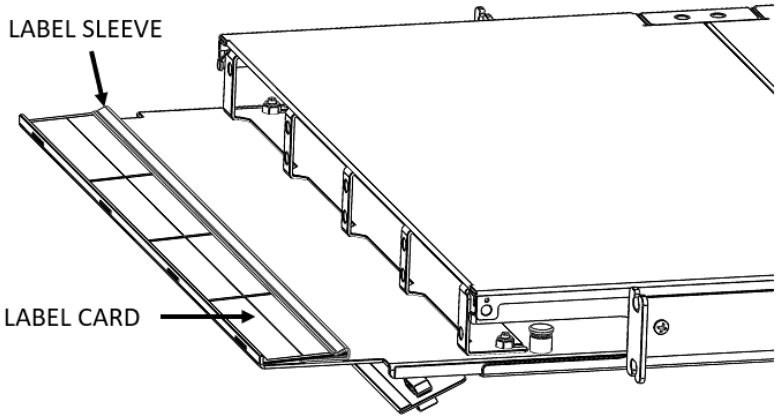

Figure 2b
6.4) To attach the Label Sleeve (Item 6) to the front top side of the tray, remove the paper backing exposing the adhesive. Using the Label Card (Item 7) in the Label Sleeve to locate the correct distance of the Label Sleeve from the front of the tray; locate the Label Card just behind the tray front edge and firmly press the Label Sleeve to secure (minimum distance of the Label Sleeve is approximately 0.80 inches). See Figure 2b.